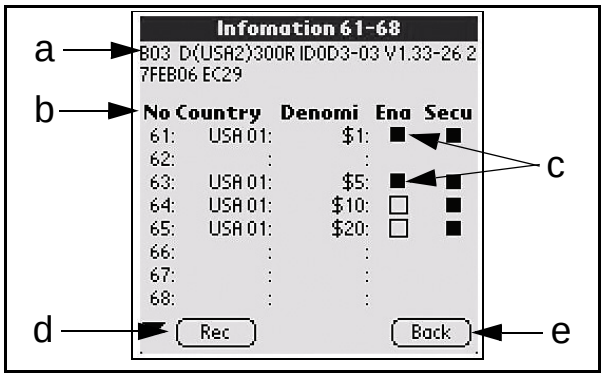

Figure 7-6 Typical Configuration Settings
4. The following typical configuration settings for a Validator are shown in Figure 7-6 when the [Information...] Screen Button is selected: